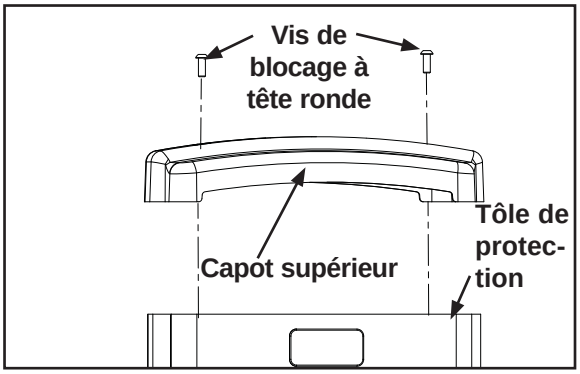

Figure 1
A. A l'aide d'une clé Allen de 7/32 po, retirez les deux vis de blocage à tête ronde fixant le capot supérieur au châssis. Reportez-vous à la figure 1.